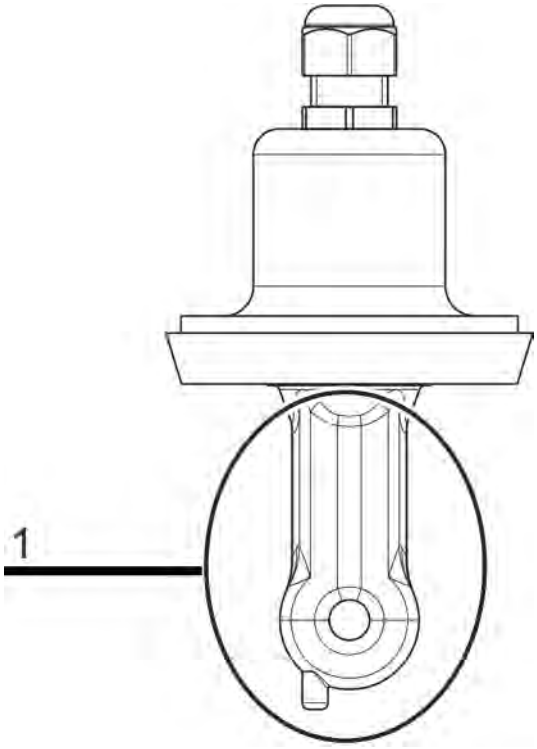

Fig. 73: Corps d'un capteur Ci (pos. 1)
3. Placez le capteur de telle sorte que le corps du capteur pende dans le vide. (Voir Fig. 73 .)